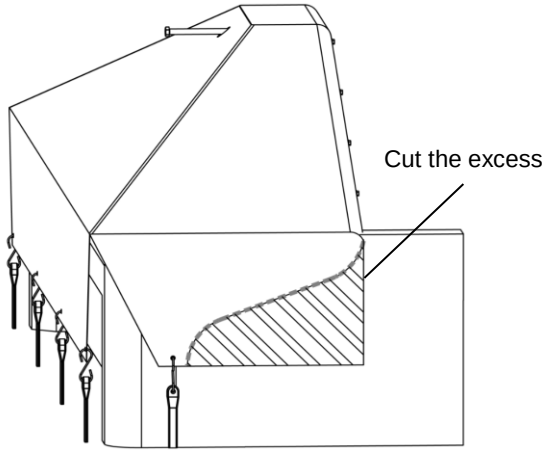

Figure 6
8. **Figure 6.** Cut the excess of tarp on each side as per the shape shown below.